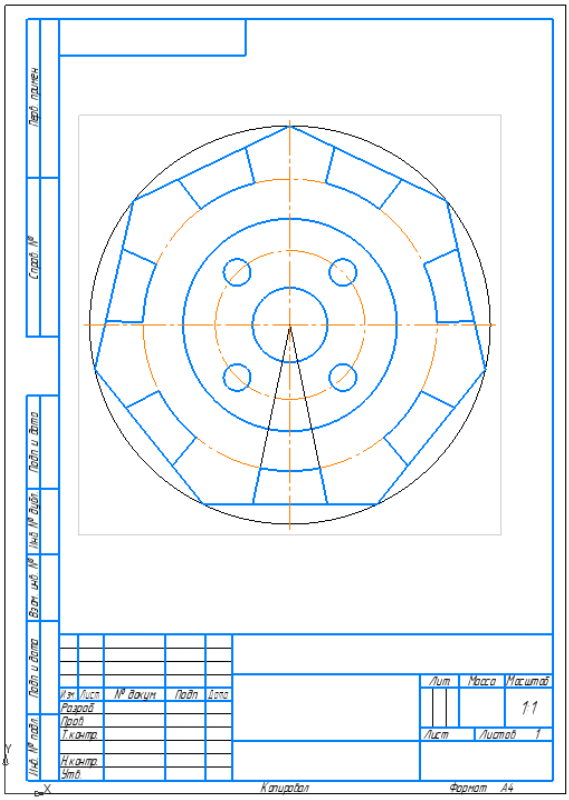

Рис. 5.26
9) Через центр окружности и построенные дуги проведите вспомогательные прямые. Обведите нужные элементы при помощи команды ***Отрезок*** с параметром: стиль линии – ***Основная.*** Удалите вспомогательные линии (рис. 5.26).